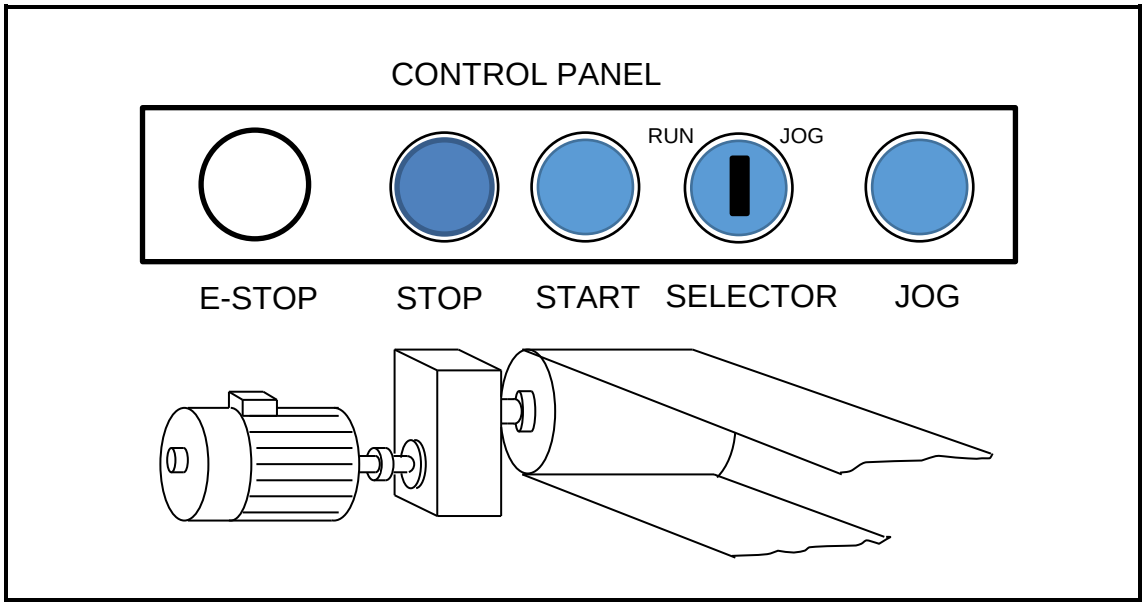

FIGURE 1 (10)
2.1 Refer to FIGURE 1 below. A 380 V three-phase induction motor coupled to a gear box drives a conveyor belt. You are required to design the power and control circuit for the system.